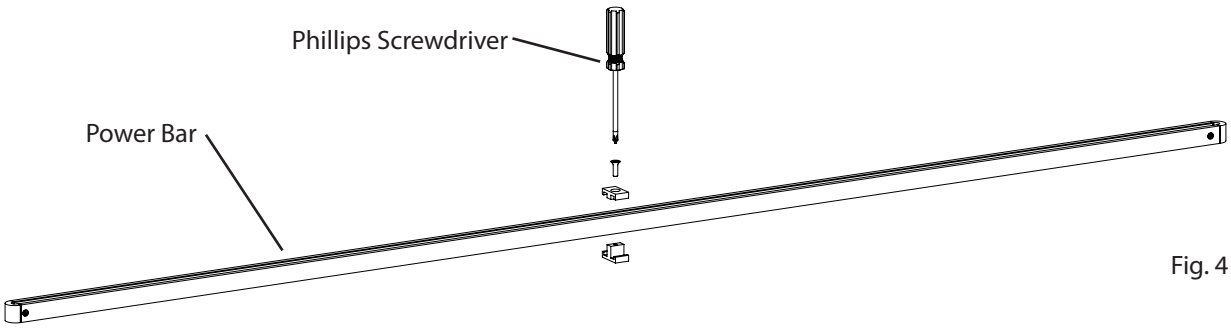

Fig. 4
2. If desired, the **Spacer Clip** can be removed using a **Phillips Screwdriver** (Fig. 4).